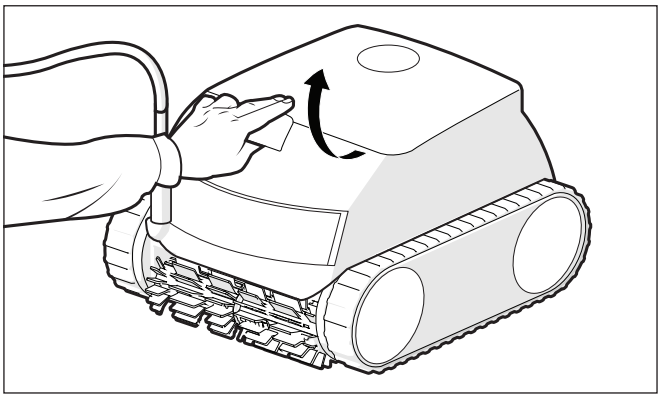

Figura 11. Levante la cubierta del limpiador
2. Destrabe la cubierta del limpiador para acceder al cartucho (Figura 11).